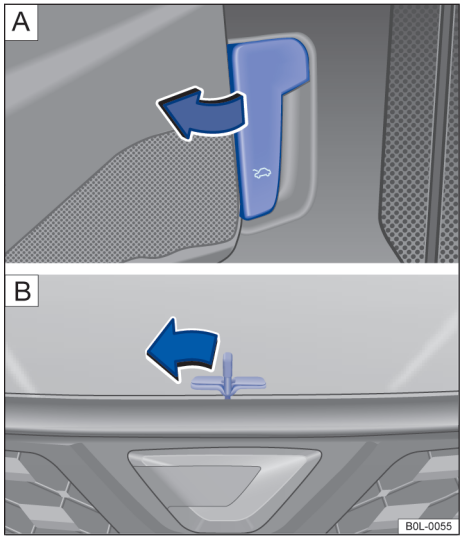

图 127 A 驾驶员侧脚部空间内：发动机舱盖的解锁手柄；B 散热器格栅上方：发动机舱盖解锁拔杆 ▶
– 打开驾驶员侧车门，沿箭头方向拉动解锁拨杆（其上印有符号 ）→图 127 [A]。发动机舱盖在弹簧力作用下从前围支架的锁止装置中弹出 →⚠。
– 沿箭头方向拨动散热器格栅上方的解锁拨杆 →图 127[B] 并上抬发动机舱盖。